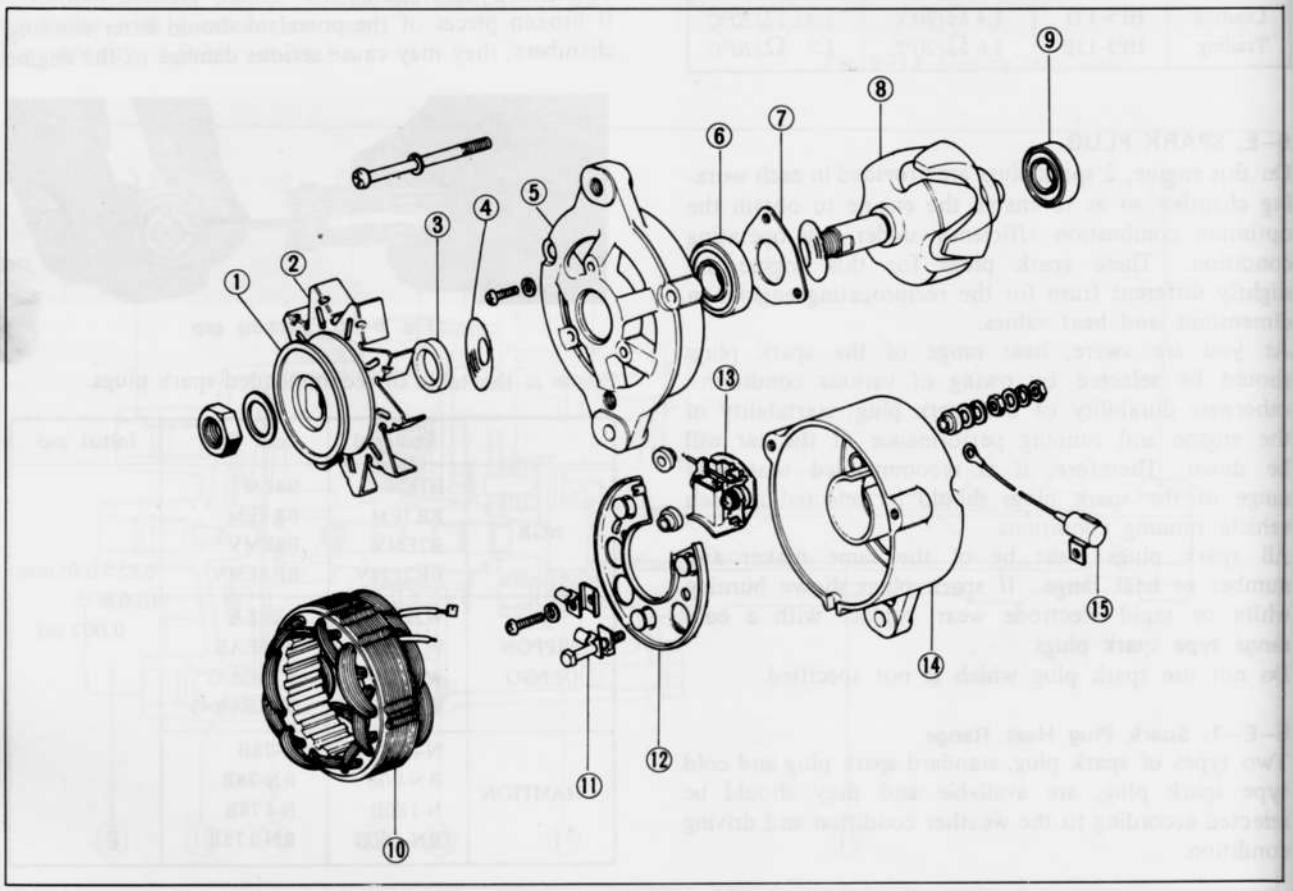

Fig. 5–16 Alternator components
2. Remove the regulator couplers and connect them by using the proper lead wire as shown in Fig. 5–17.